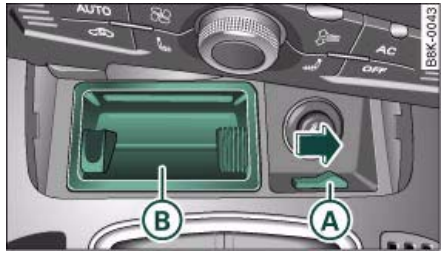

Fig. 95 Centre console: Ashtray open
– Slide the switch (A) ⇒ fig. 95 to the right to release the ashtray.
– Take out the ashtray (B) ⇒ fig. 95.